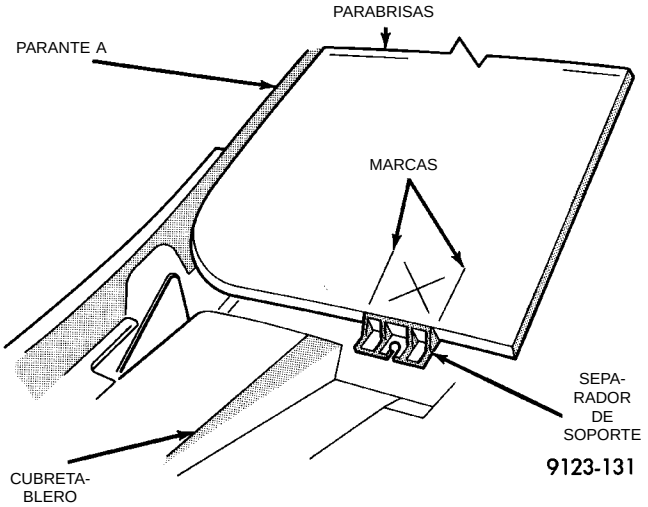
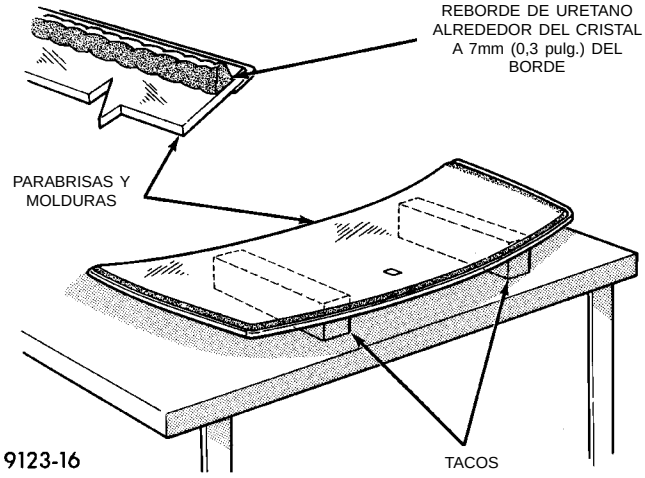

Fig. 3 Centre el parabrisas y coloque marcas en los separadores de soporte
Fig. 4 Preparación de la superficie de trabajo e instalación de las molduras
(1) Coloque el parabrisas de recambio dentro de la abertura y emplace el cristal en el centro de la abertura, contra los separadores de soporte.
(2) Verifique que el cristal se asiente de forma uniforme contra la guía del doblez de ambos lados y de la parte superior e inferior del parabrisas de recambio. De lo contrario, se debe dar forma a la guía del doblez para que se ajuste a la del cristal nuevo.
(3) Marque el cristal en los separadores de soporte con un lápiz de grasa o con trozos de cinta adhesiva y una lapicera de tinta, a fin de utilizar dichas marcas como referencia para la instalación (Fig. 3).
(4) Retire el parabrisas de recambio de la abertura del parabrisas.
(5) Emplace el parabrisas sobre una superficie de trabajo adecuada con la parte interna hacia arriba, con dos tacos de madera acojinados de 10 cm x 10 cm x 50 cm (4 x 4 x 20 pulgadas), apoyados paralelamente a 75 cm (2,5 pies) de distancia (Fig. 4).